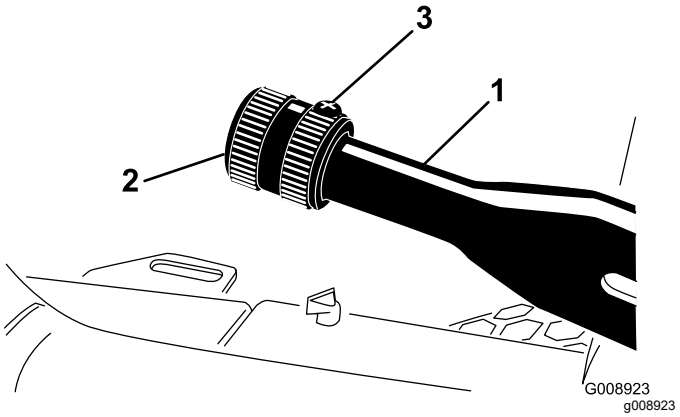

Figur 73
2. Løsn sætskruen, der fastgør skruen til parkeringsbremsehåndtaget (Figur 73).